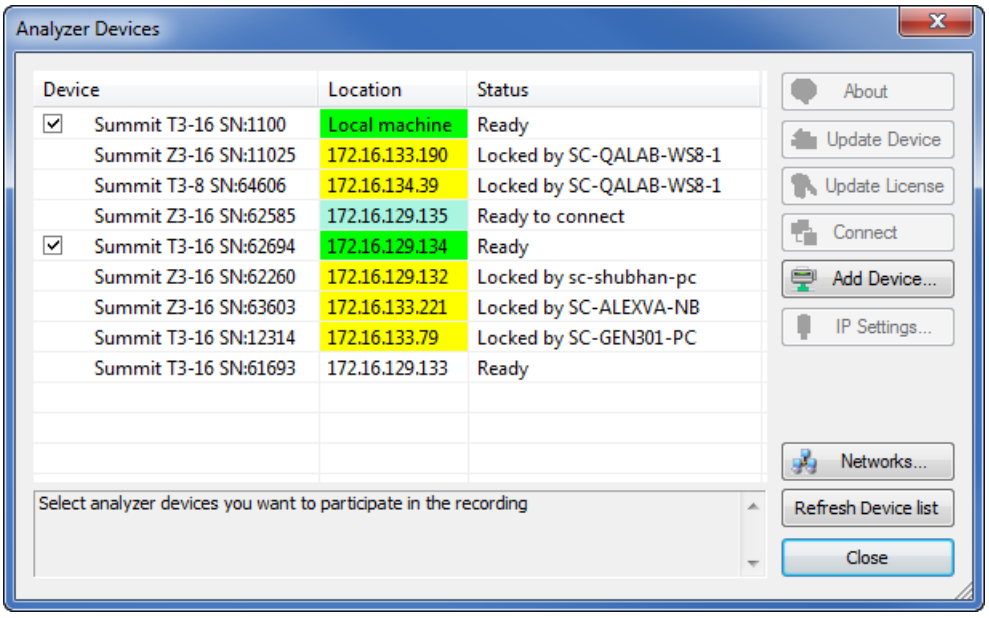

Figure 4.43: Analyzer Network Dialog
- The host machines must be listed in each other's All Connected Devices list. This means that your host machine must have the remote host machine listed in its Analyzer Devices window and the remote host machine must have your host machine listed in its Network Browse window. See Figure 4.43 on page 213.